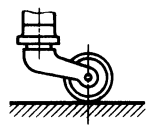

Рис. 170
62. Ножки тяжелой мебели снабжены роликами. Почему ось роликов смещена (рис. 170)?